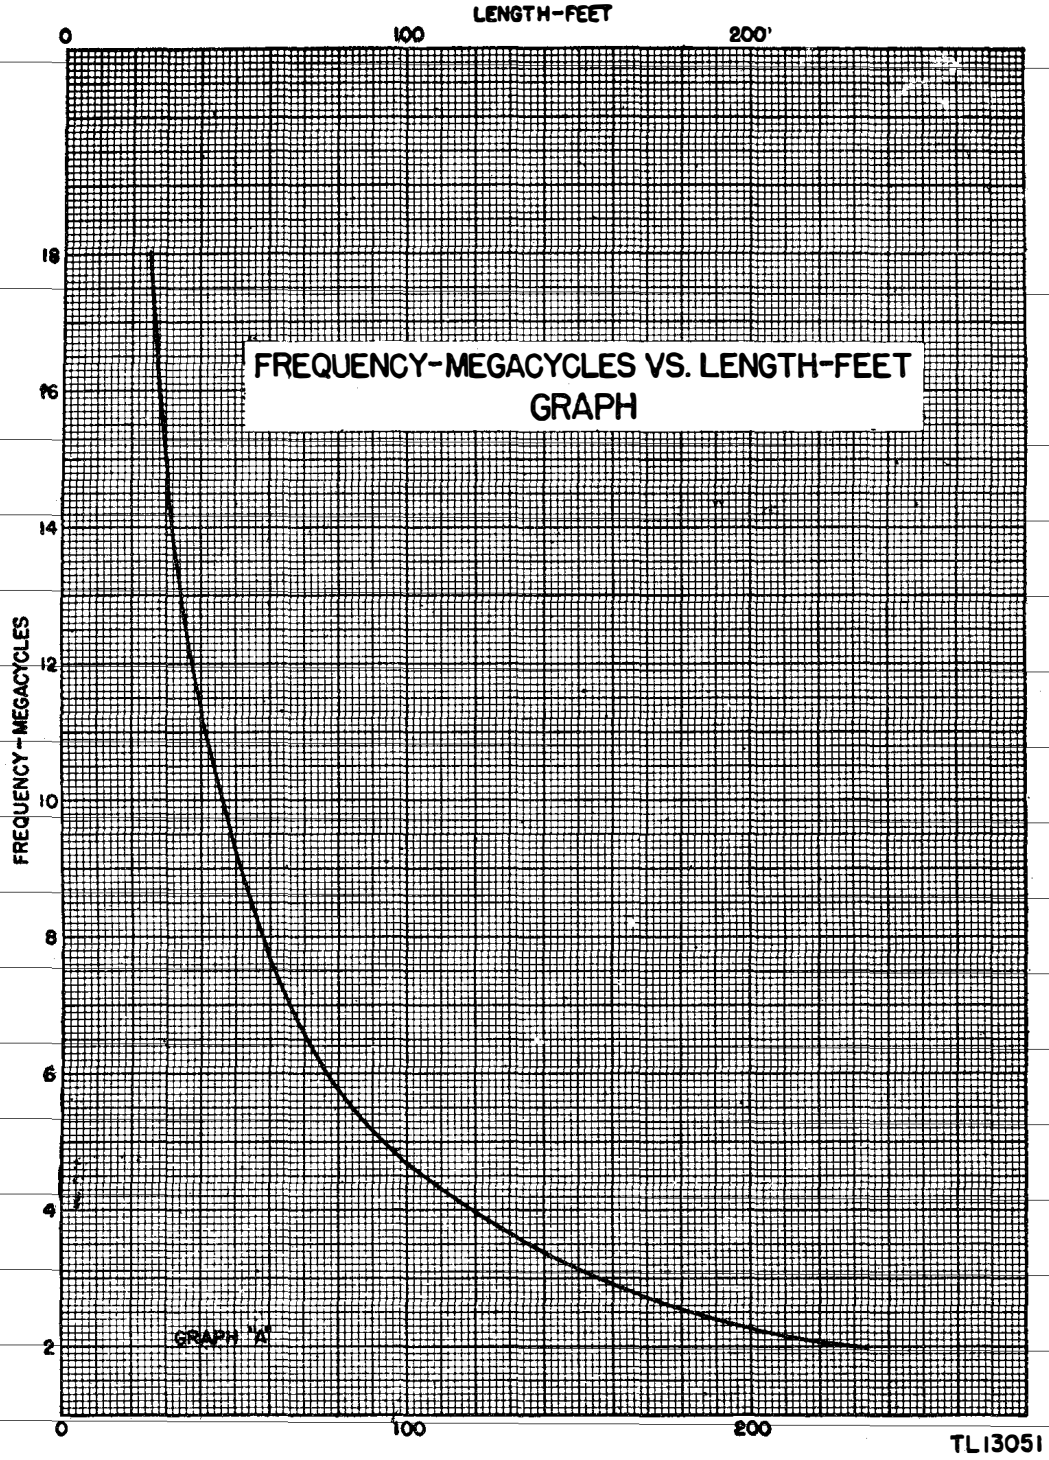
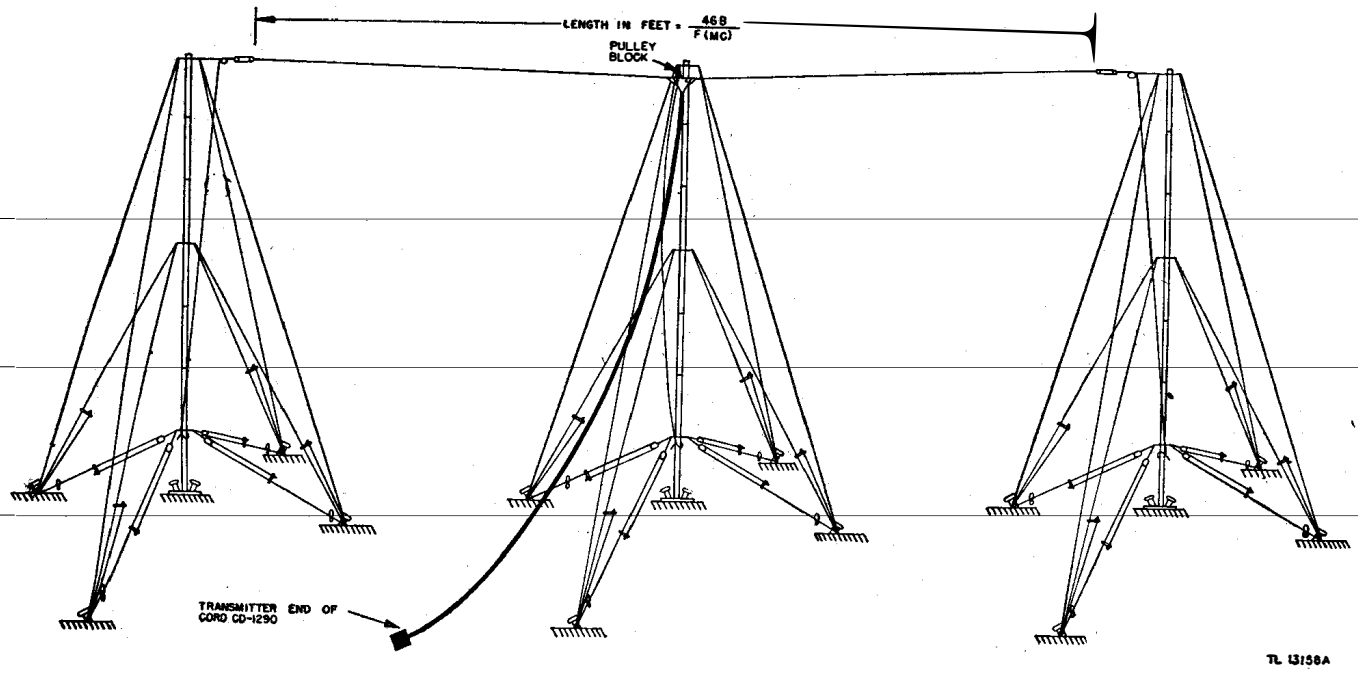

Figure 44. Frequency vs length curve.
Figure 46. Installation details.
($F(mc)$ is the lowest operating frequency in megacycles.) The frequency vs length curve (fig. 44) can be used to obtain the approximate antenna length. To obtain the distance separating the outer masts, add 6 or 8 feet to the length determined above. The third antenna mast is erected at the midpoint, in line with the two outer masts. See figure 46 for the general layout to be followed.
(10) The mast can now easily be raised. One man grasps the center ring of Guy GY-22-A and walks toward the base of the mast. (See fig. 46(A).) Another man assists in the erection procedure by lifting the mast from the ground in a manner similar to that used in raising a ladder. At the same time, a man guides the bottom of the mast onto Mast Base MP-19 until the mast is halfway erect, then quickly grasps the center ring of the remaining Guy GY-22-A (fig. 46(B)) and makes the necessary adjustment on the length of the guy when the mast is erect. When the mast has been brought into a